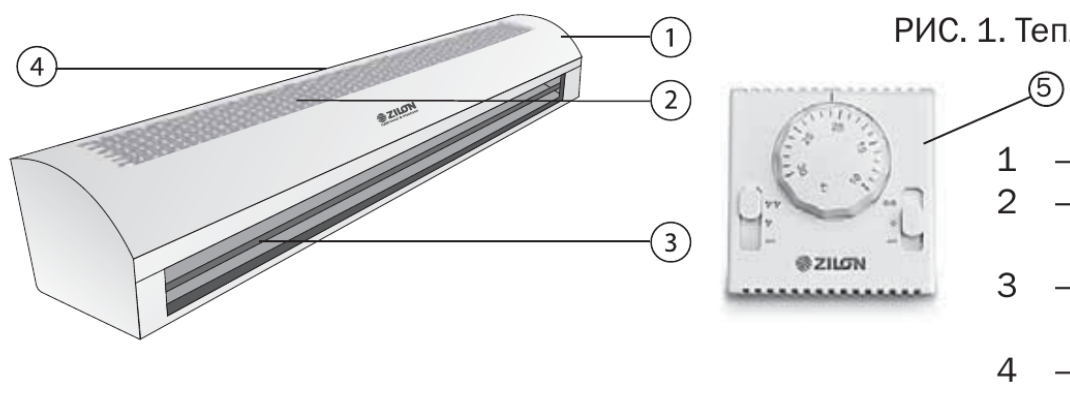

РИС. 1. Тепловая завеса*
4.2. Завеса состоит из корпуса (1) (см. рис. 1), изготовленного из листовой стали, покрытой высококачественным полимерным покрытием. Внутри корпуса расположены диаметральные вентиляторы и игольчатые электронагреватели («ститч-элементы»). Вентиляторы всасывают воздух через переднюю перфорированную стенку корпуса (2); поток воздуха, проходя через электронагреватели, нагревается и выбрасывается через решетку (3) в виде узкой направленной струи. Управление завесой осуществляется с выносного пульта управления (4). Пульт управления позволяет поддерживать необходимую температуру воздуха вблизи проема и регулировать тепловую мощность завесы.
5.3. В задней стенке корпуса завесы имеются пазы для установки завесы. За эти пазы завеса навешивается на предварительно вмонтированный в стену крепеж. В качестве крепежа рекомендуются шурупы или болты с диаметром шляпки от 9 до 12 мм. Установочные размеры завес см. рис. 1 и табл. 1 Приложения. Завеса устанавливается как можно ближе к верхней стороне проема, при этом необходимо выдержать расстояние между верхней стенкой корпуса и потолком не менее 100 мм.